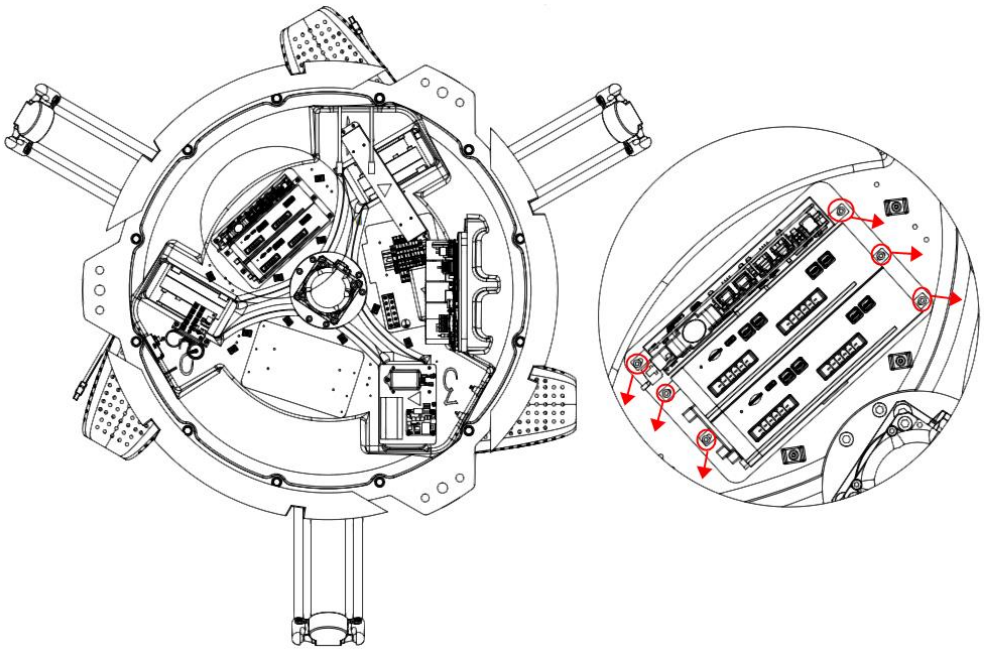

Figure 4-6 Removing the socket head cap screws
Step 3 Remove the screws on the fixing connector of the controller, and remove the controller from the control cabinet, as shown in Figure 4-6